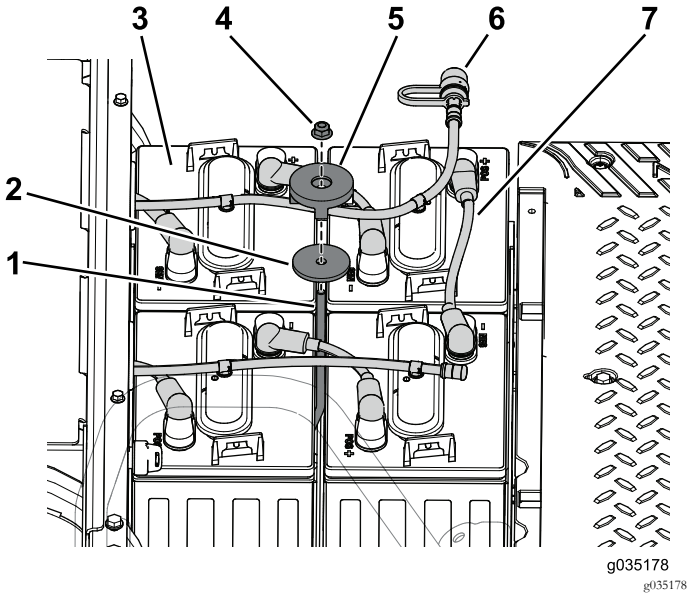

Figura 56
1. Remova a porca flangeada, a fixação da bateria e a anilha que prende as baterias no tabuleiro da bateria (Figura 56).
2. Desligue a mangueira da rega das baterias no tabuleiro da bateria dianteiro (Figura 56).